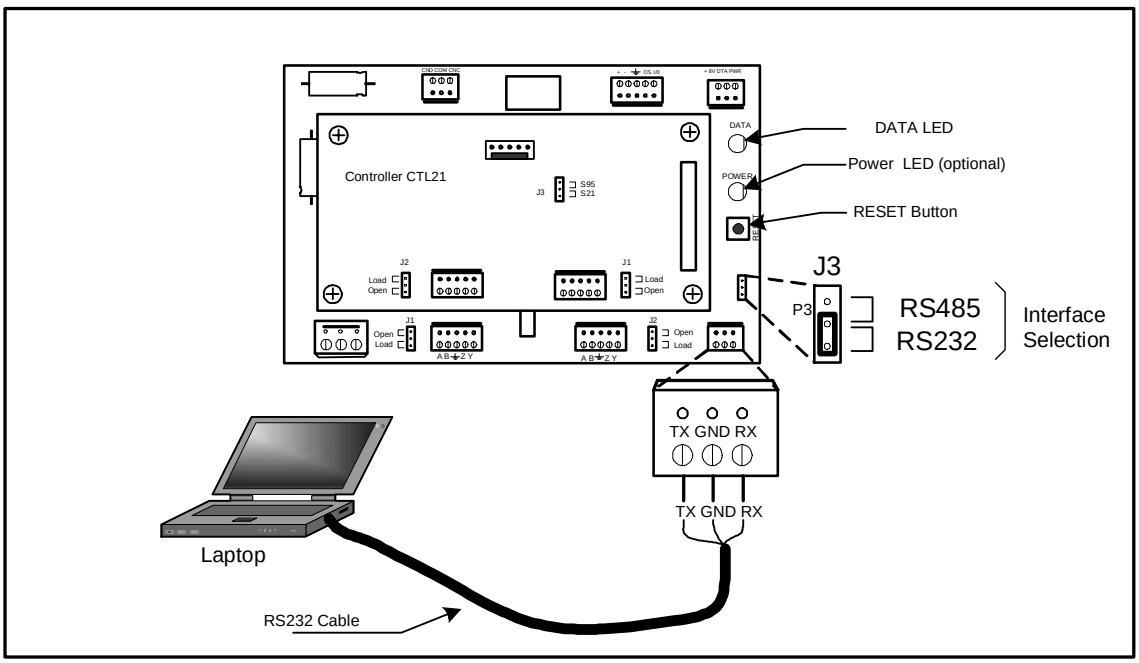

**Figure 5-1: Connecting the Reader to a PC/Laptop using RS232 interface.**
For the initial set-up, the connection with a local, mobile PC (Laptop) can be realized using an RS232 interface as shown in Figure 5-1 below.
2. Check whether the relay on the MBD21 board immediately clicks, and the POWER LED is on (See Figure 5-1).
To force the Reader into the *learning* mode, follow the steps below. (See Figure 5-1).
There are 2 ways to reset the Reader (see Figure 5-1):